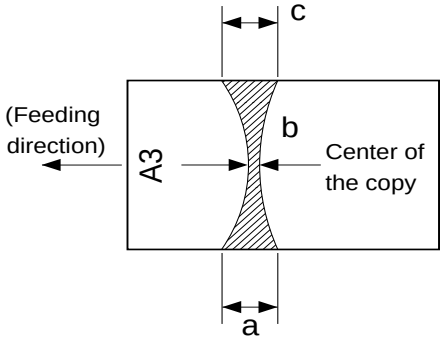

Figure 2-27
4) Measure the width of the area where toner is shiny (Figure 2-27).